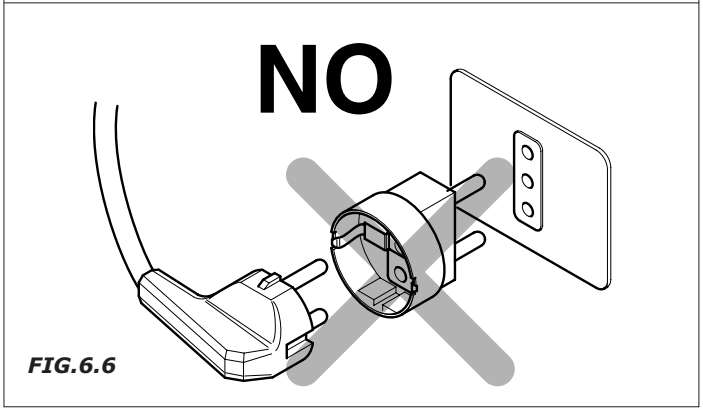

FIG.6.6
- Queda prohibido utilizar de alargadores, adaptadores o enchufes múltiples (*Fig.6.6).*